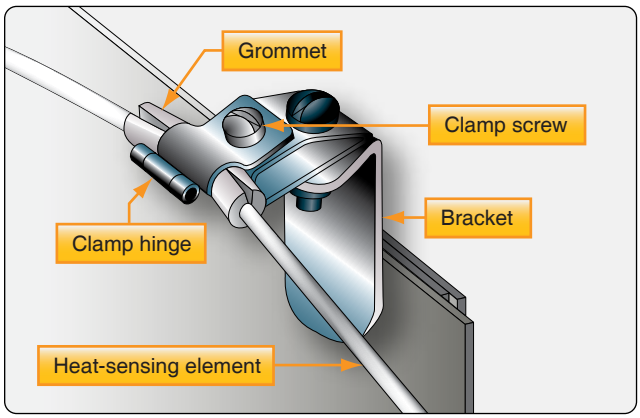

Figure 17-28. *Inspection of fire detector loop clamp.*
10. Grommets should be installed on the sensing element so that both ends are centered on its clamp. The split end of the grommet should face the outside of the nearest bend. Clamps and grommets should fit the element snugly. *[Figure 17-28]*